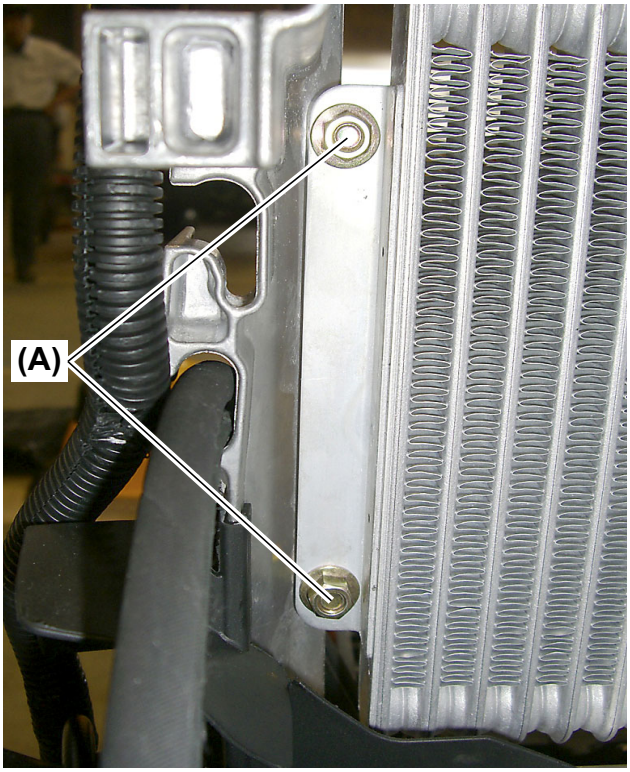
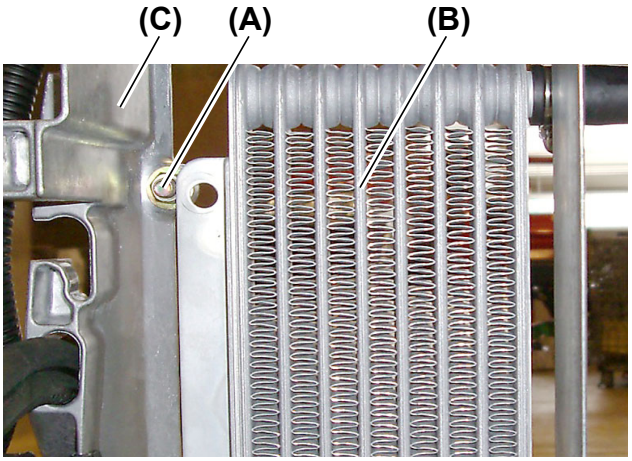

Fig. 2
Fig. 3
2. Remove the M8 nuts **(Fig. 2, 3, (A))** that secure the oil cooler **(Fig. 3, (B))** to the column bracket **(Fig. 3, (C))**.
- The nuts **(Fig. 2, 3, (A))** are held from turning by hexagonal hole in the column bracket **(Fig. 3, (C))**.
- Removal of the M8 nuts **(Fig. 2, 3, (A))** is not required to remove the oil cooler **(Fig. 3, (B))**.
- Two (2) additional M8 nuts **(Fig. 2, (A))** have been installed on the oil cooler retaining bolts. Note that installing the oil cooler without installing the additional nuts causes interference between the retaining bolts and the radiator.